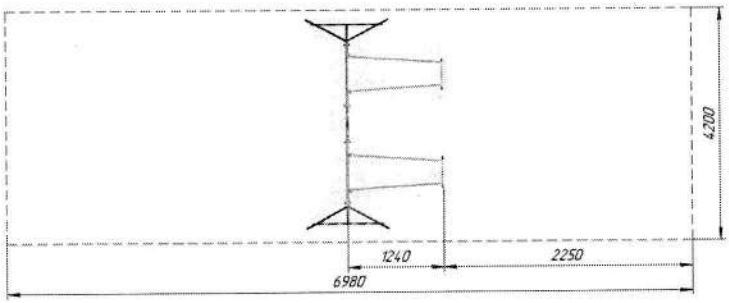
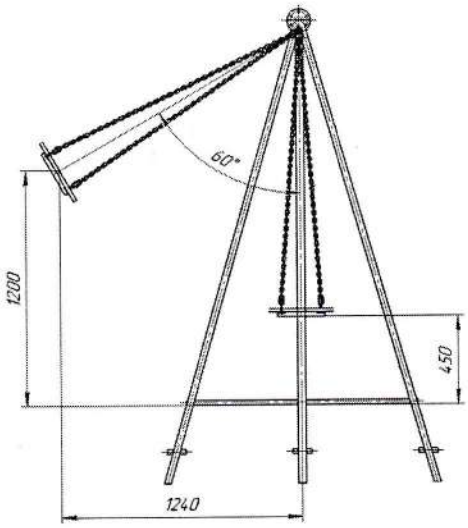

Рис.3 Зона приземления
Рис.4 Высота свободного падения
12.3 Под изделием игровой площадки с высотой свободного падения более 600 мм должно быть ударопоглощающее покрытие по всей области приземления. При высоте свободного падения менее 600 мм в отдельных местах устраивают ударопоглощающее покрытие. Зона приземления показана на рис. 3. Высота свободного падения 1200, показана на рис.4.